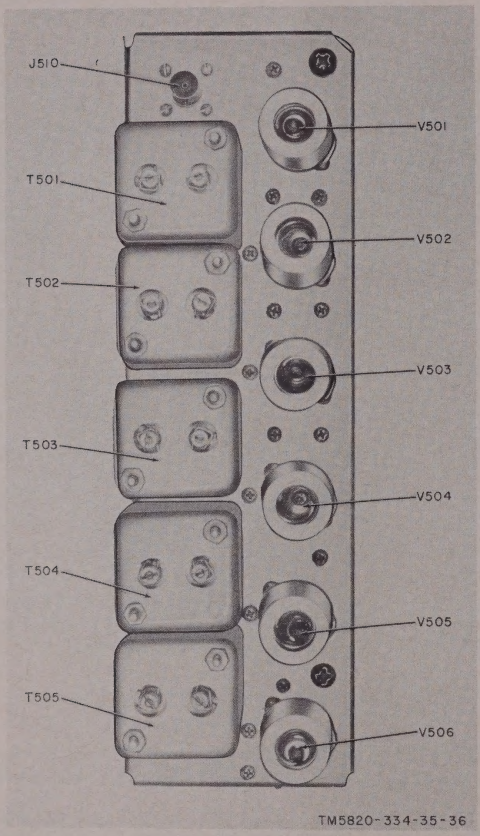

Figure 39. If. subchassis, top view.
(fig. 39 and 40)
b. If. Subchassis Stages (fig. 39).